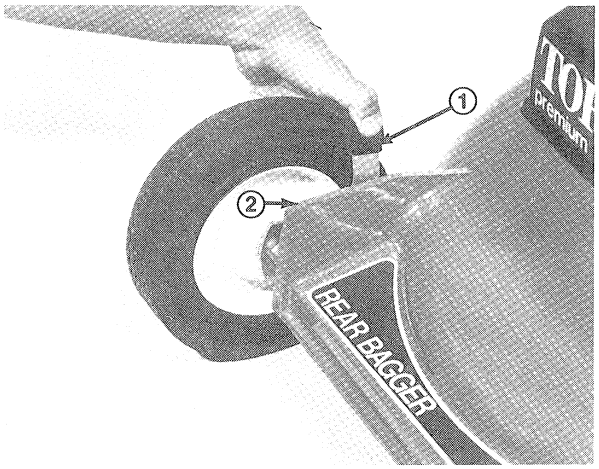

Figure 10
Height-of-Cut Adjusters (Fig. 10) – Height-of-cut is adjustable to one of five approximate settings: 1 inch (25 mm), 1-1/2 inches (38 mm), 2 inches 51mm), 2-1/2 inches (64 mm), or 3 inches (76 mm). In addition, front wheels have a 1/2 inch (12.7 mm) setting that can be used with the 1 inch (25mm) rear wheel setting. When cutting thatch or heavy, thick grass, raise rear wheel one setting above the front wheel setting to assure optimum power to the blade.
The height-of-cut is adjustable from approximately 1 to 3 inches (25 mm to 76 mm), in 1/2 (12.7 mm) increments, and letters cast into the housing represent each graduated increment (Fig. 10).
2. Place thumb against height-of-cut adjuster and fingers on outside of wheel (Fig. 10).